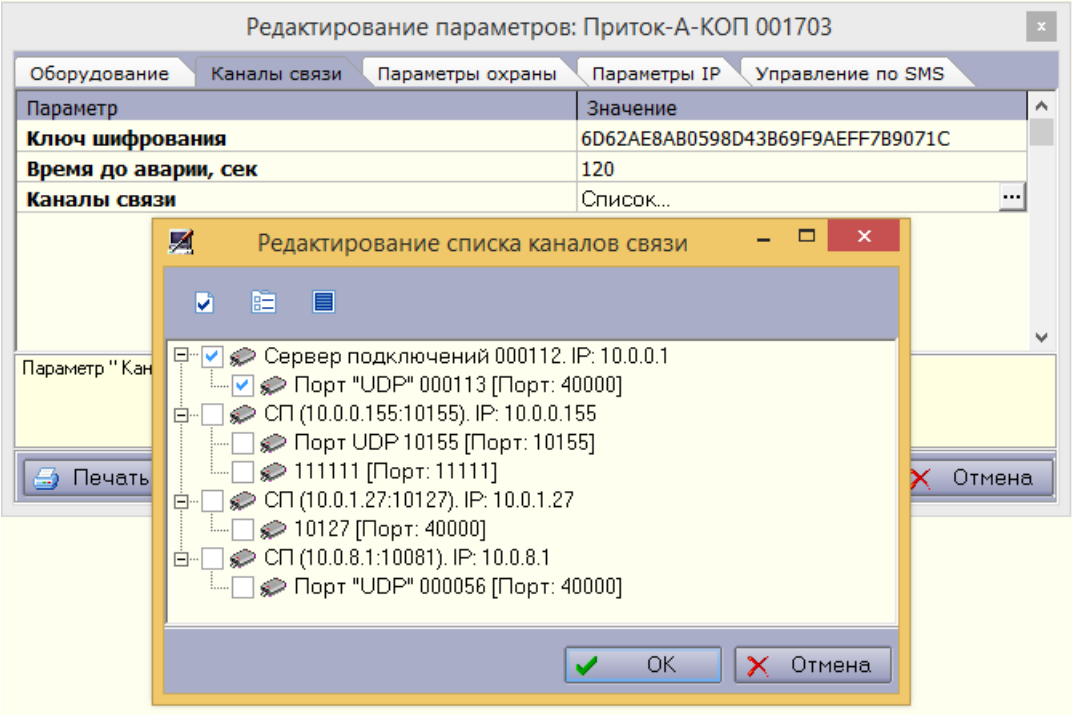

Рисунок 5 – Выбор серверов подключений
– **«Ключ шифрования»** (рисунок 5) – число, совпадающее со значением параметра «Ключ шифрования», вкладка «Подключение», установленного в конфигурации прибора (см. вкладку «Подключение» п. 2.2.6).
– **«Каналы связи»** (рисунок 5) – выбрать «серверы подключений», для которых разрешен прием сообщений от данного прибора. Обязательный параметр.